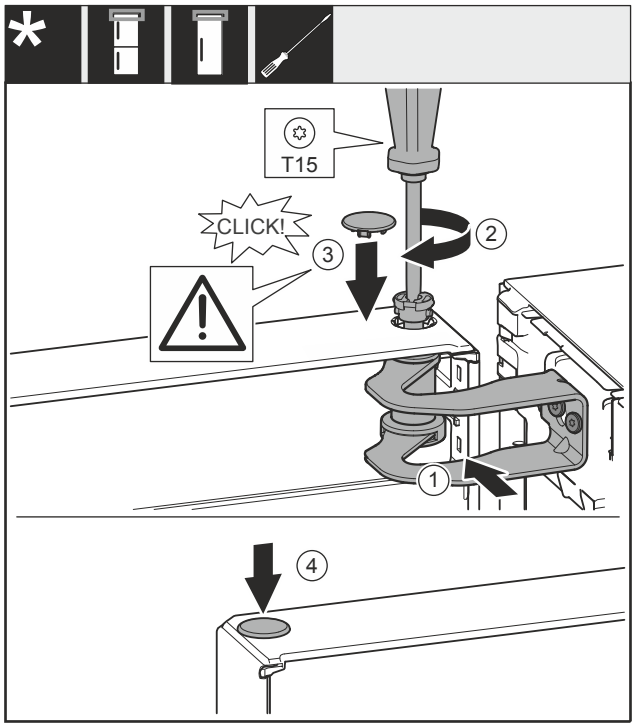

Fig. 24
- ▶ Align the door with the opening in the swap bearing block *Fig. 24 (1)*.
- ▶ Insert the bolt *Fig. 24 (2)* and use screwdriver to tighten it.
- ▶ Insert the cover *Fig. 24 (3)*.
- ▶ Check that the cover *Fig. 24 (3)* is resting on the door.
- ▶ Insert the cover *Fig. 24 (4)*.